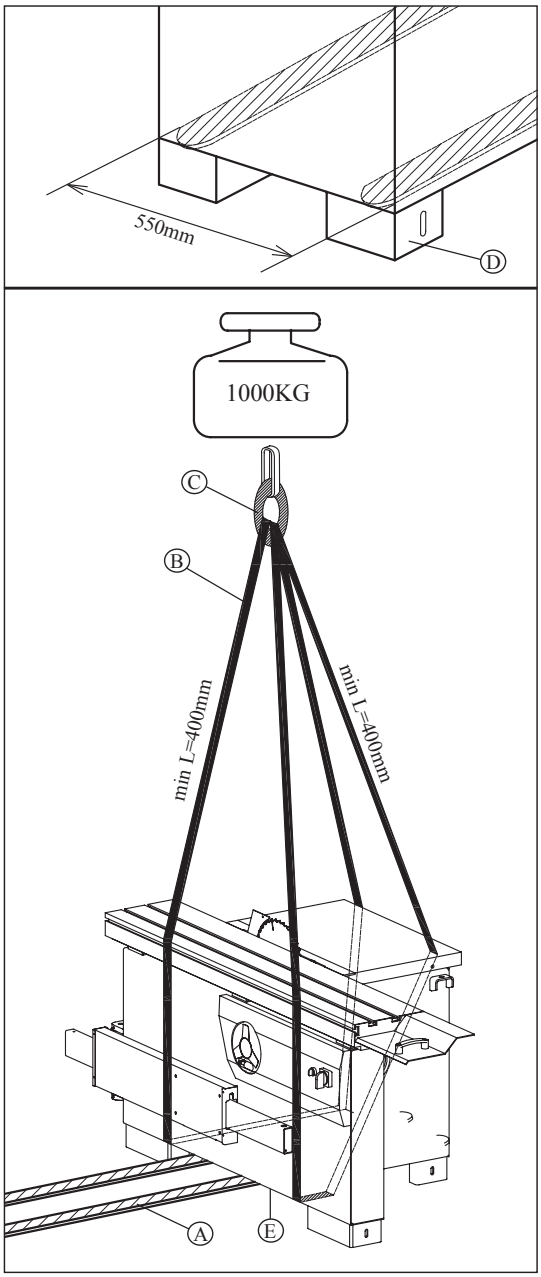

Fig. 4.2
Løft kan udføres med en brokran eller en selvkørende løftetruck. Før håndteringen påbegyndes skal maskinen befris for alle transportsikringer eller tilbageværende emballage. Tjek at løfteudstyrets kapacitet er tilstrækkelig til maskinens bruttovægt, som angivet på fig. 4.2.
- Løft stropperne og anbring dem som vist på fig. 4.2